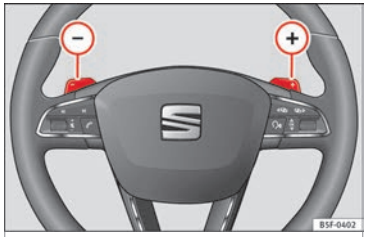

Fig. 189 Volante: palancas para cambio automático.
– Pulse la leva de cambio ⊕ para insertar una marcha superior ››› **fig. 189**.